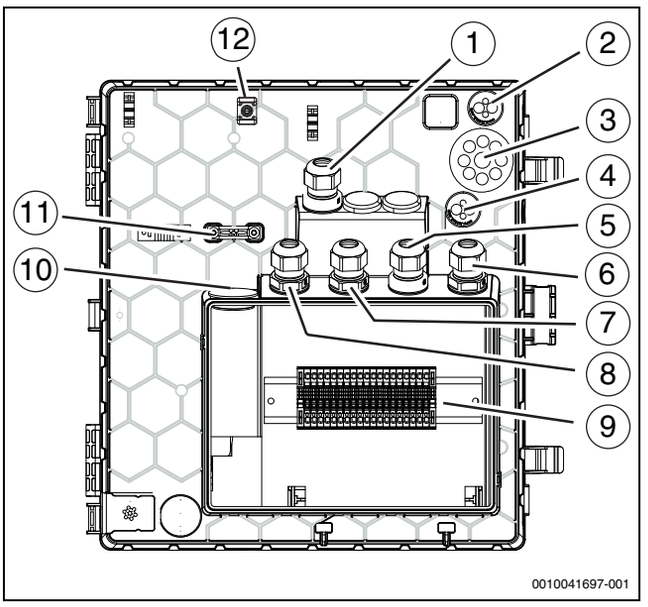

Fig. 27 Passe-câbles sur le boîtier électrique
3. Faire passer les câbles dans le boîtier électrique (→Figure 27).
Pour les passe-câbles (→Figure 27 [2], [3], [4], [10]), une petite piqûre dans la membrane suffit, puis les lignes peuvent être enfoncées.
- Après l'insertion des câbles, serrer les presse-étoupes de câbles (→Figure 27 [1], [5], [6], [7], [8]).
- Utiliser les points de fixation définis [12] pour fixer les câbles qui ont été insérés dans les entrées (→Figure 27 [2], [3], [4]).